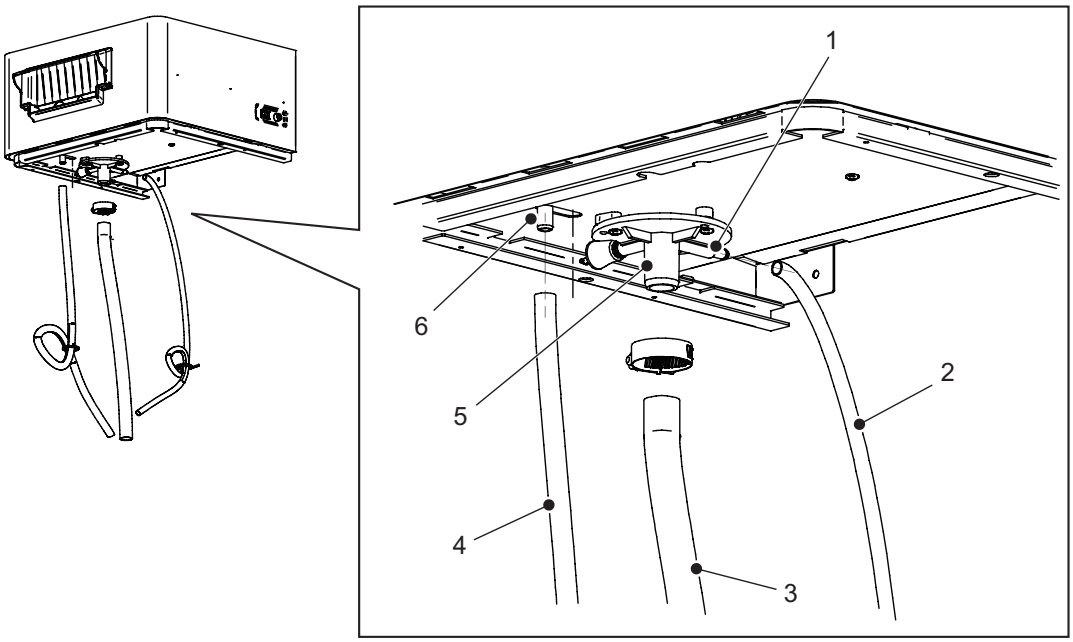

Figure 11 : Raccords de conduite sur l'unité de ventilation
a. Fixer la conduite de vapeur (non fournie) à l'adaptateur vapeur à l'aide d'un collier de serrage (fourni). Consulter la *Figure 11*.